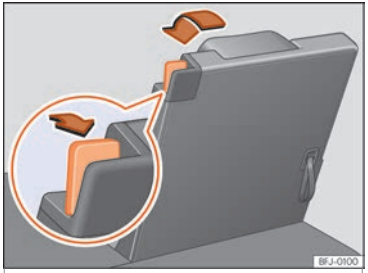

Fig. 157 Tercera fila de asientos: colocar el asiento en posición de suelo de carga.
- Tire de la palanca de desbloqueo ››› **fig. 157** completamente hacia atrás para desbloquear el respaldo del asiento.
- Tire del lazo situado en el respaldo del asiento ››› **fig. 157** para levantar el respaldo. **O BIEN**: levante el respaldo del asiento con la mano desde el habitáculo.
- La marca roja de la palanca de desbloqueo ››› **fig. 157** deberá dejar de verse.
- Una marca roja en la palanca de desbloqueo ››› fig. 157 indica que el respaldo no está encastrado. Si el respaldo está bien encastrado, la marca no se ve.